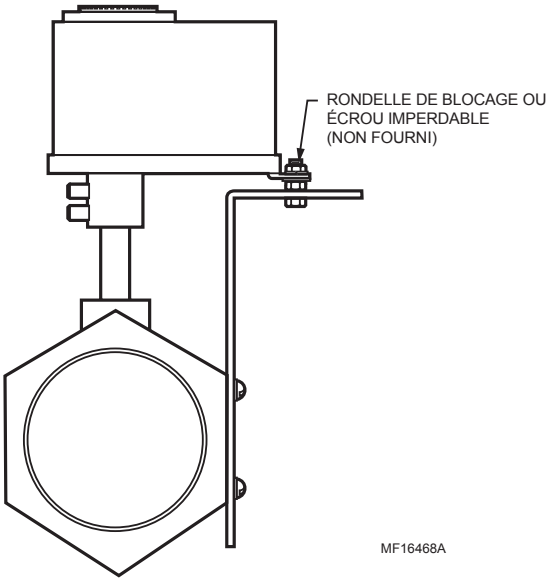

Fig. 4. Montage du ML7999 avec le support de montage.
4. Installer un support de montage (non fourni), s'il y a lieu. Voir la Fig. 4.